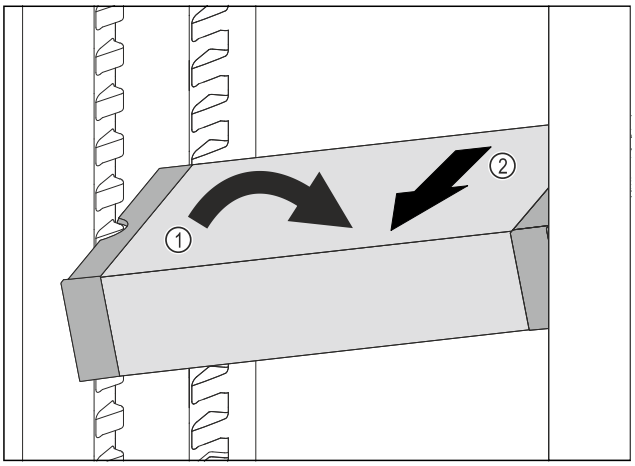

Fig. 127
▶ Set VarioSafe in refrigerator compartment at an angle. *Fig. 127 (1)*
▶ Take VarioSafe out to the front. *Fig. 127 (2)*